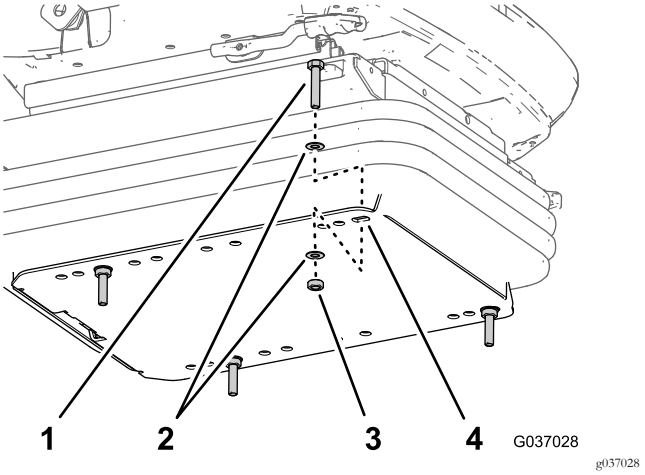

Figure 14
2. Montez les 4 vis d'assemblage (8 x 40 mm), les 8 rondelles (8 x 17 mm) et les 4 écrous ordinaires (8 mm) dans les trous au bord de la plaque inférieure (Figure 14) que vous avez identifiés à l'opération 1.